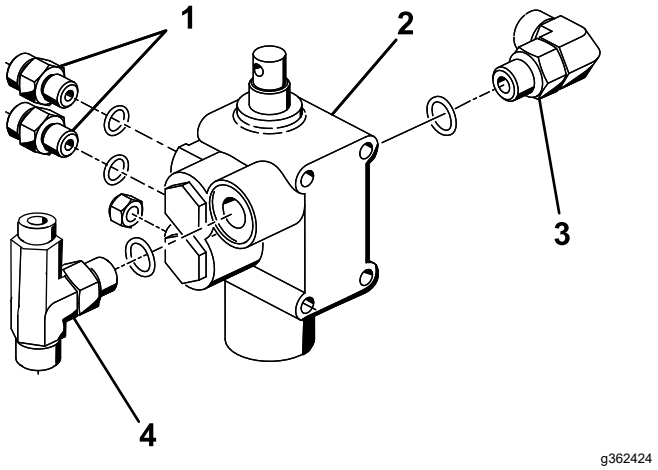

Figur 9
3. Skru en 90°-fitting, de 2 lige hydraulikfittings og T-fittingen, der blev fjernet fra den eksisterende ventil i 3 Klargøring til montering af de hydrauliske komponenter (side 4), ind i den nye løfteventil som vist i Figur 9.